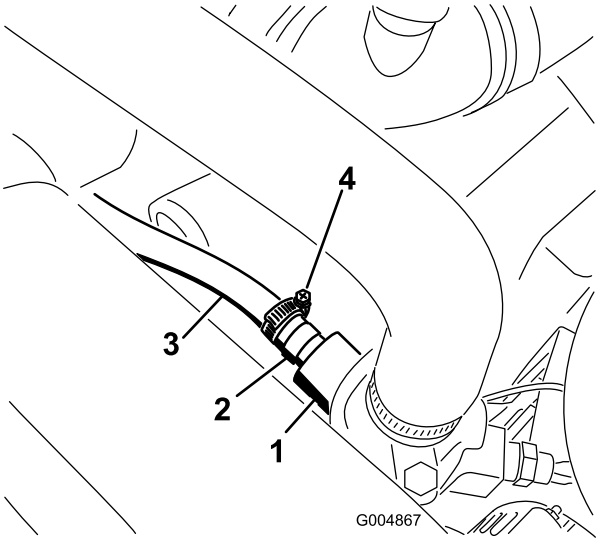

**Rysunek 16**
3. Zamontuj złącze adaptera przewodu do obudowy termostatu silnika (Rysunek 16).
4. Podłącz wolny koniec przewodu ciśnieniowego do adaptera przewodu przy obudowie termostatu silnika (Rysunek 16).
**Informacja:** Zamocuj przewód do adaptera przewodu za pomocą obejmy. Poprowadź przewód pod filtrem powietrza w sposób pokazany na Rysunek 16.
**Informacja:** Poprowadź przewody z dala od wszelkich gorących, obracających się lub ostrych elementów. Zamocuj dwie złączki do siebie za pomocą opaski kablowej w sposób pokazany na Rysunek 16.